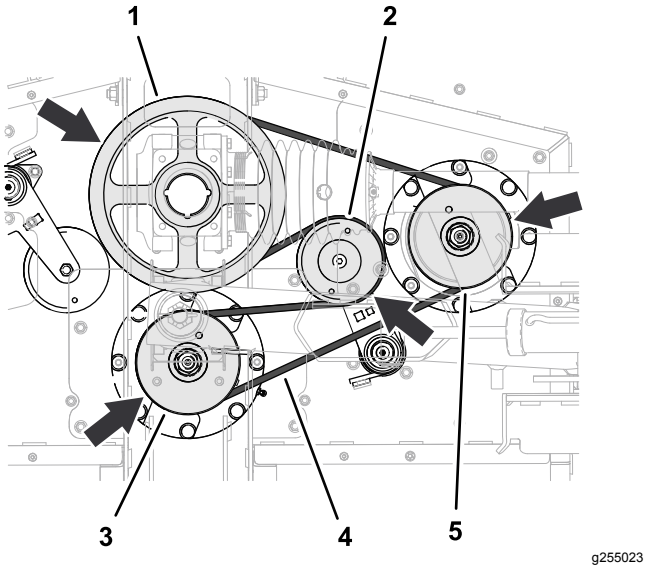

Rysunek 68
1. Poprowadź długi pasek wokół koła pasowego napędzającego, górnego rowka koła pasowego środkowego wrzeciona i koła pasowego prawego wrzeciona (Rysunek 68).
2. Przy pomocy pokrętła do klucza nasadowego lub podobnego narzędzia obróć napinacz w lewo i nasuń pasek na koło napinające (Rysunek 68).